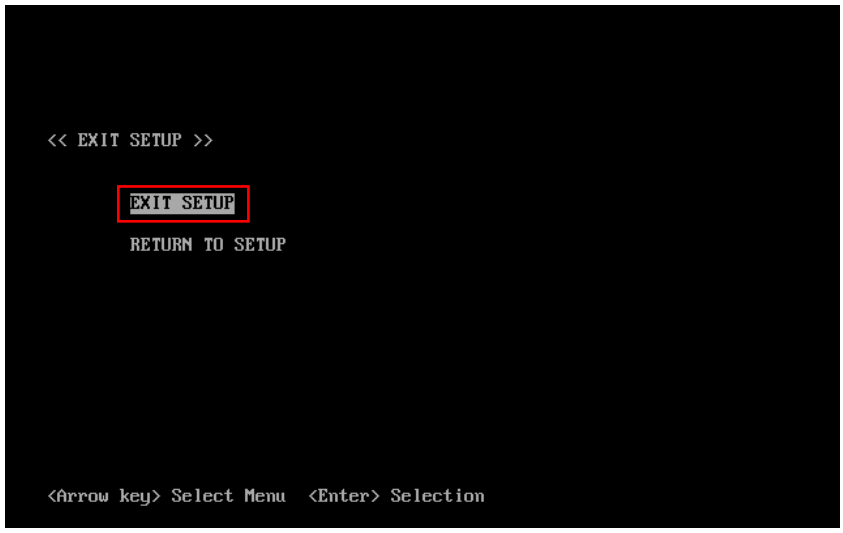

Figure B.5.1.2-3 EXIT SETUP window
(5) The window as shown in Figure B.5.1.2-1 is displayed. Press [Esc] key to display the EXIT SETUP window as shown in Figure B.5.1.2-3. Select “EXIT SETUP” and press [Enter] key. The node will be rebooted.